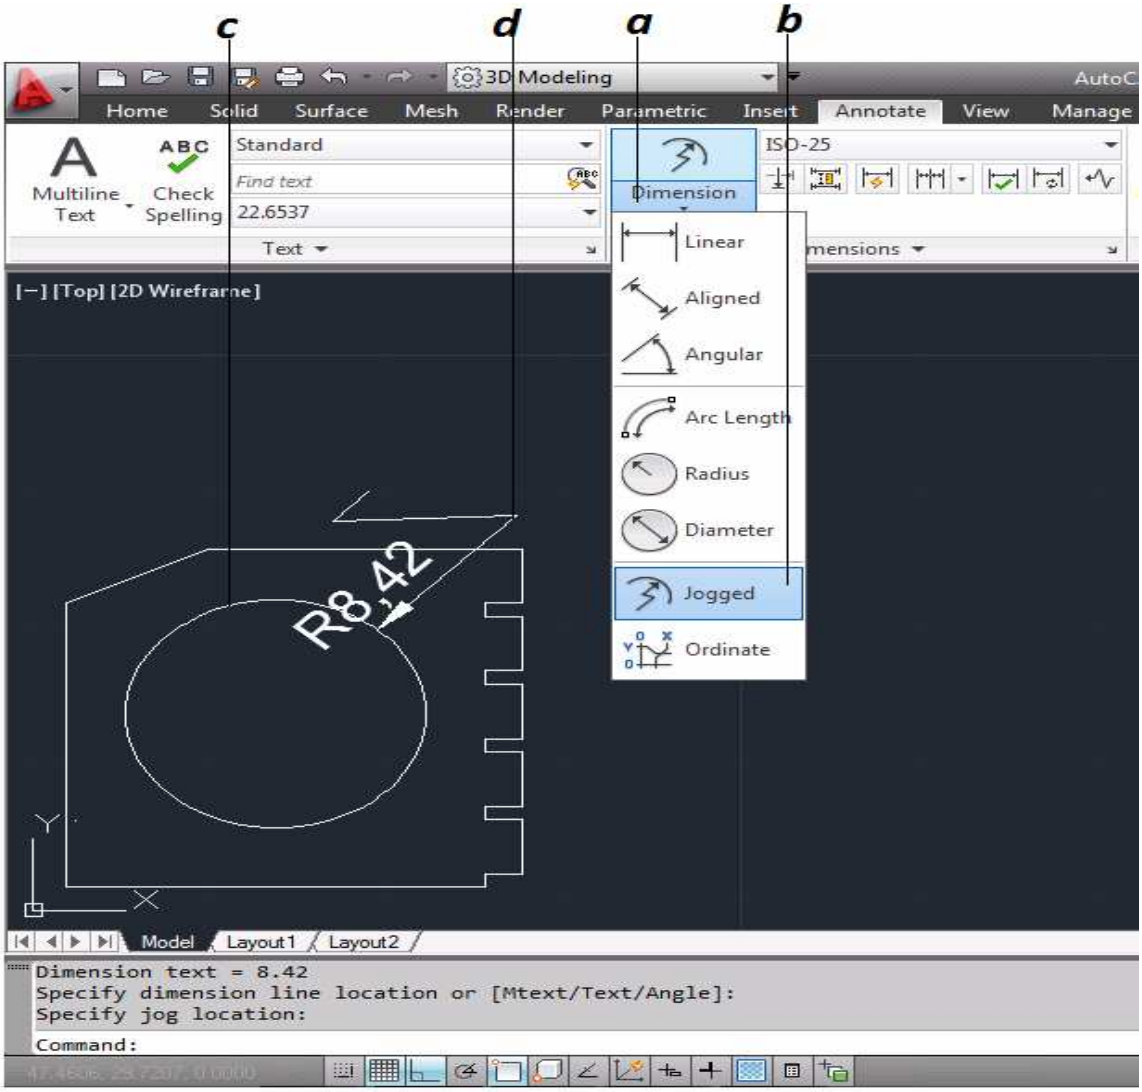

Figura 3.72 Acotado "Con Recodo"
a. Se da clic sobre el icono Dimensión [Dimension] para desplegar la lista de tipos de Cotas *(figura 3.72)*.
b. Se selecciona la herramienta Recodo [Jogged] de la lista de tipo de cotas *(figura 3.72)*.
c. Se selecciona el arco o Circulo que se quiera acotar *(figura 3.72)*.
d. Con el puntero se indica donde se localizara la cota *(figura 3.72)*.